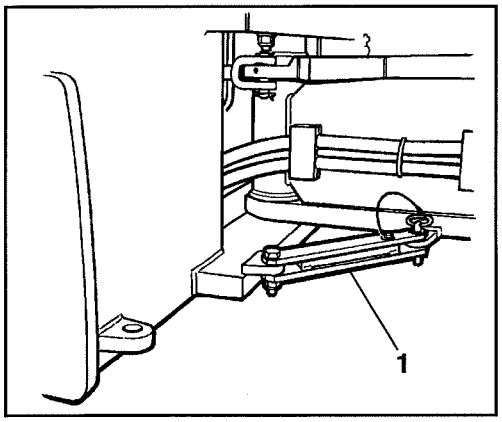

Fig. 27 ***Vänster sida av styrled***
Innan välten lyfts måste styrleden låsas för vridning se fig 27. Vrid på ratten så maskinen står i läge för körning rakt fram, fäll ut låsarmen (1) och montera låsdubben (2) i främre maskinramen tillsammans med låsarmen.